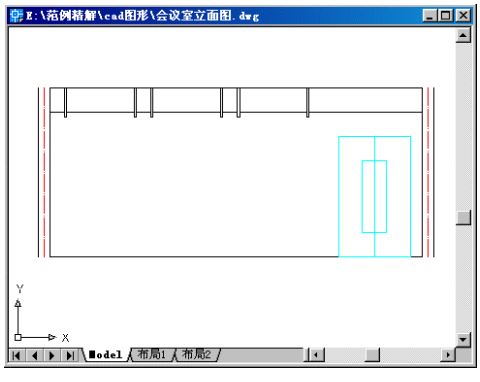

图 5-15　偏移门边线
8. 用【Offset】命令将门边线向内偏移 500 毫米，形成门图案，如图 5-15 所示。